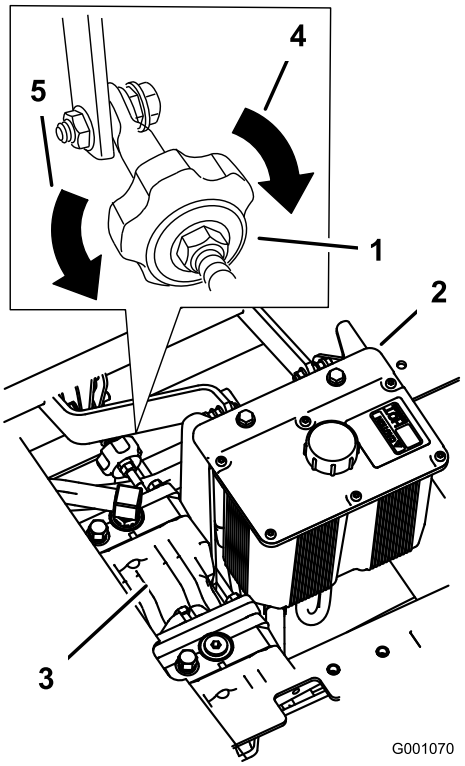

Figur 52
4. Vrid ratten mot maskinens högra sida för att få maskinen att gå åt höger. Se Figur 52.
5. Vrid ratten mot maskinens vänstra sida för att få maskinen att gå åt vänster. Se Figur 52.